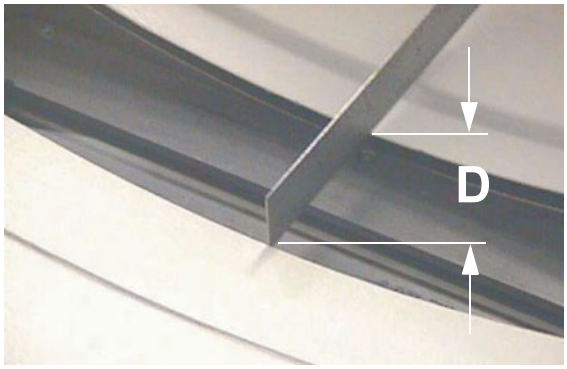

Figure 8-32 Scan Window Gap Distance
7.) Measure the distance (D) between front and rear covers of the scan window rims. Measure the distance between the two covers at the bottom of the cone. See Figure 8-32.